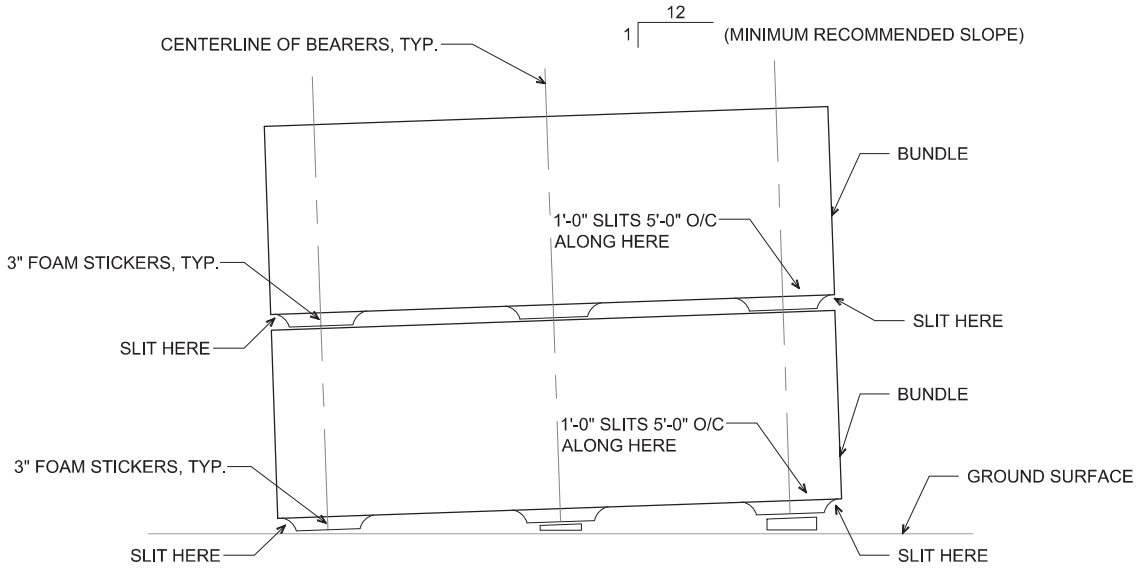

FIGURE 3
5.3 IF THE BUNDLES CANNOT BE STORED IN A COVERED LOCATION, IT IS NECESSARY TO CUT THE OUTSIDE PLASTIC WRAPPING AND ARRANGE THE BUNDLES SUCH THAT THEY ARE INCLINED AT A (MINIMUM) 1:12 SLOPE SO THAT WATER DOES NOT ACCUMULATE, AND MOISTURE BUILD UP BETWEEN PANELS IS AVOIDED. THE CONTINUOUS CUT SHOULD BE MADE ALONG THE WIDTH OF THE BUNDLE; CUT 1'-0" SLITS 5'-0" O/C ALONG THE LENGTH OF THE BUNDLE (SEE FIGURE 3, BELOW). DO NOT STORE FOR LONGER THAN 30 DAYS. MOISTURE BETWEEN PANELS CAN CAUSE CORROSION AND OXIDATION OF PAINTED SURFACES REFERRED TO AS "WET STACK".
5.4 BUNDLES SHOULD BE STACKED NO MORE THAN TWO HIGH. THE FOAM STICKERS ON THE UPPER BUNDLE SHOULD BE LOCATED IN LINE WITH THE FOAM STICKERS ON THE LOWER BUNDLE (SEE FIGURE 3, BELOW).